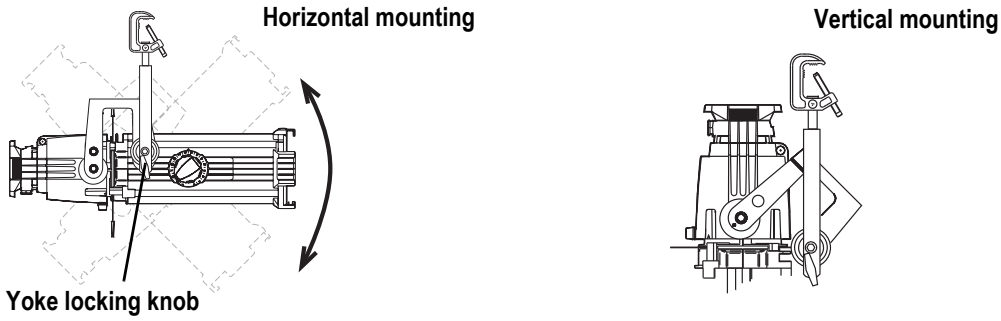

Figure 14
Step 2: Tilt the fixture to the desired position as shown in *Figure 14*.